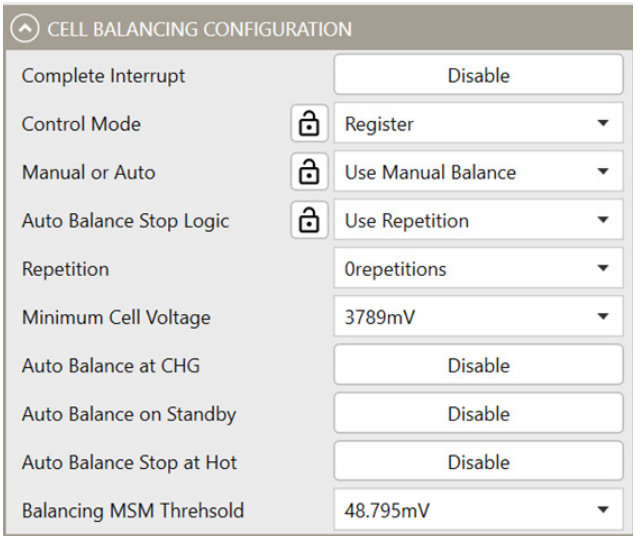

Figure 23: Cell-Balancing Configurations
18. Configure the cell-balancing parameters (see Figure 23).